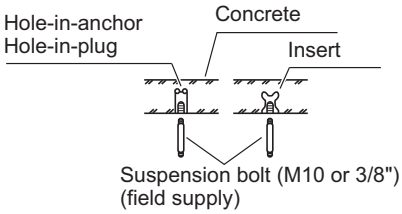

Fig. 2-53
(1) Fix the suspension bolts securely to the ceiling using the method shown in the diagrams (Figs. 2-53 and 2-54), by attaching them to the ceiling support structure, or by any other method that ensures that the unit will be securely and safely suspended.